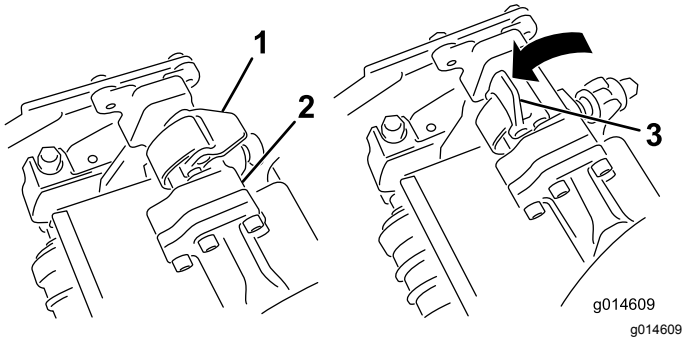
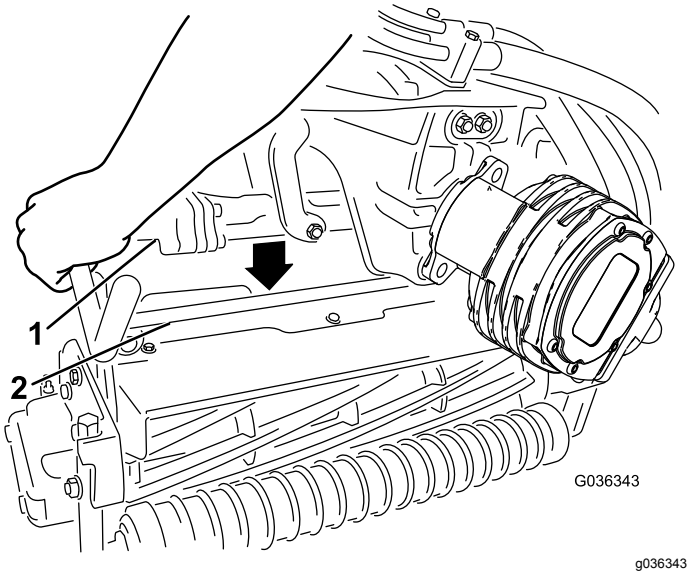

Rysunek 49
Rysunek 50
4. Gdy zapadki na pręcie ramienia podwieszonego skierowane są ku górze (tzn. gdy są otwarte) (Rysunek 49), popchnij ramię podwieszone w dół, tak aby pręt dopasował się do innego pręta w górnej części zespołu tnącego (Rysunek 50).
5. Zamknij zapadki wokół pręta zespołu tnącego, a następnie zablokuj je na swoim miejscu(Rysunek 49).
5. Otwórz zapadki na pręcie ramienia podwieszonego demontowanego zespołu tnącego (Rysunek 49).